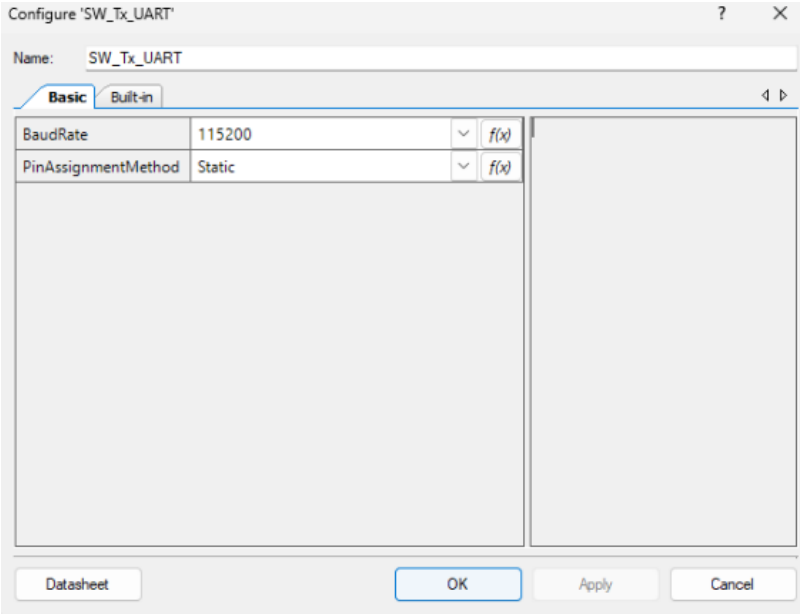

Рисунок 2 - Конфігурація Software Transmit UART
3) Конфігуруємо Software Transmit UART як показано на рис.2.